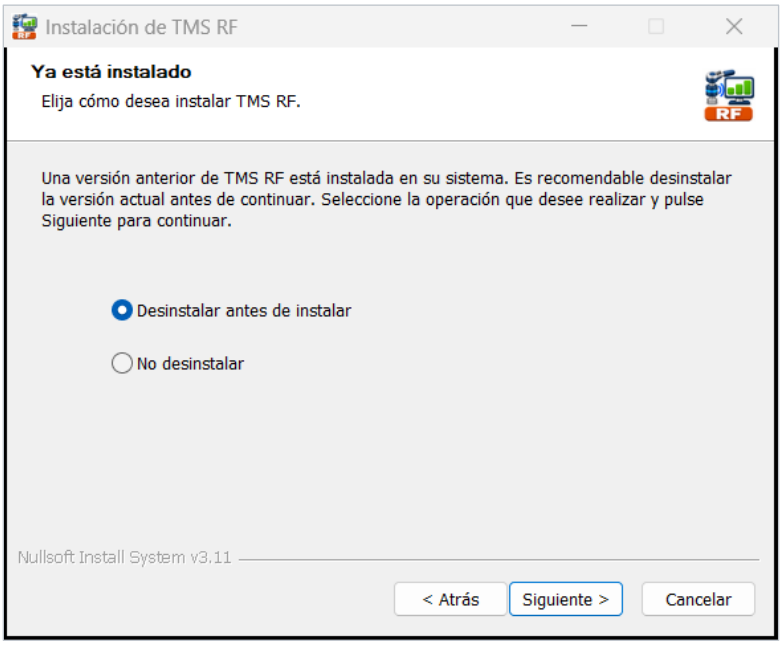

Figura 17-1 El instalador detecta una versión anterior instalada
2. Haga clic en «Siguiente >» según la pantalla; aparece la página «Ya está instalado» (Figura 17-1).